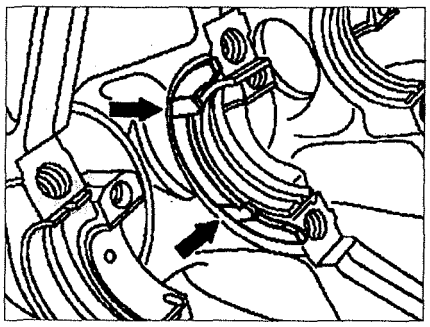

Рис. 2.63. Расположение верхних регуляторов осевого зазора в блоке цилиндров.
2. Смажьте верхние регуляторы зазора маслом и установите их в блок цилиндров. Два смазочных канала (**стрелки**) на регуляторах должны быть направлены в сторону щеки коленчатого вала (см.рис.2.63).